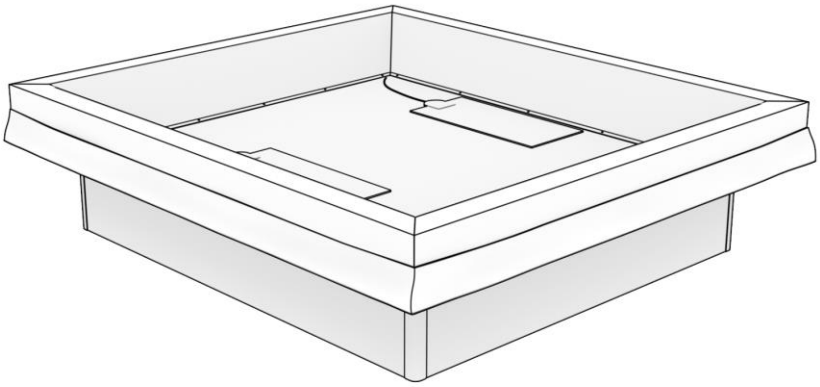

Abbildung 11: Positionieren des oberen Teiles des Schaumrandes
Schritt 10. Positionieren Sie den oberen Teil der Schaumstoffumrandung, wie in Abbildung 11 dargestellt, oben auf dem Bezug und in Übereinstimmung mit dem unteren Teil des Schaumrandes.